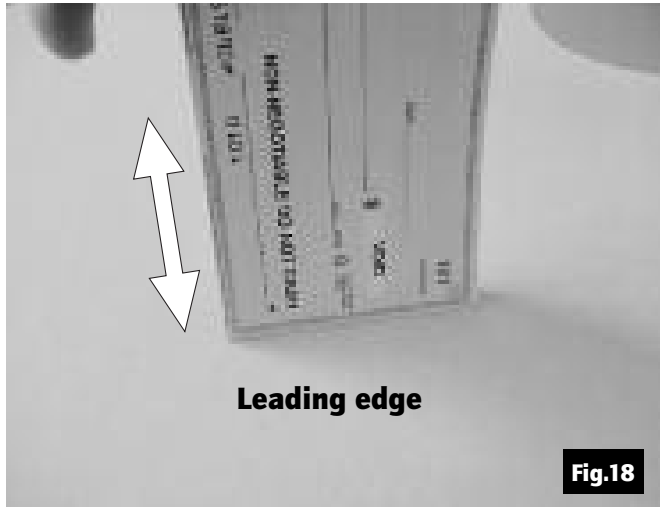

Fig.18
3. Repeatedly tap the leading edge of the documents on a hard, flat surface, see Fig.18.